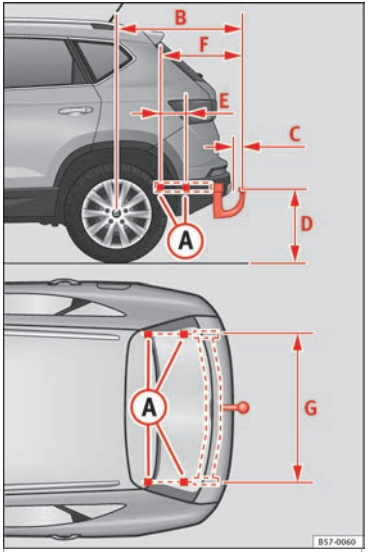

Fig. 219 Limits and attachment points for retrofitting a towing bracket.
If a towing bracket is retrofitted, the distance specifications should always be kept in mind. The distance between the centre of the spherical head and the road ››› Fig. 219 (D) must never be less than that indicated. This also applies when the vehicle is fully loaded, including the technically permissible maximum vertical load on the coupling device.
Distance specifications ››› Fig. 219: